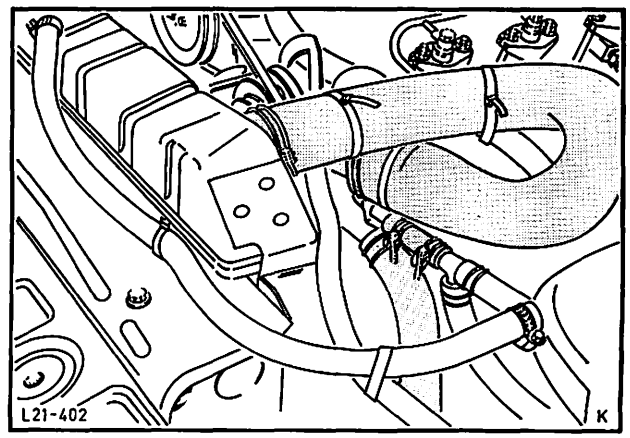

Abb. 117 Kühlerschläuche an der Wasserpumpe
23. Verbindungsschläuche – Ausgleichbehälter sowie oberen und unteren Kühlerschlauch an Wasserpumpe befestigen, Abb. 117.